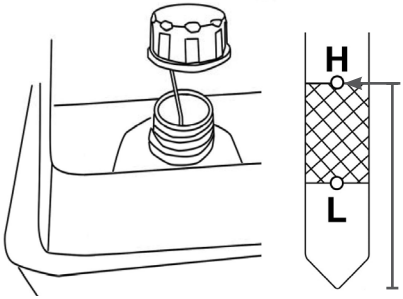

**Рис. 27 Проверка уровня масла по щупу верхней маслозаливной горловины**
2. Открутите крышку-щуп нижней маслозаливной горловины и извлеките щуп (Рис. 27).